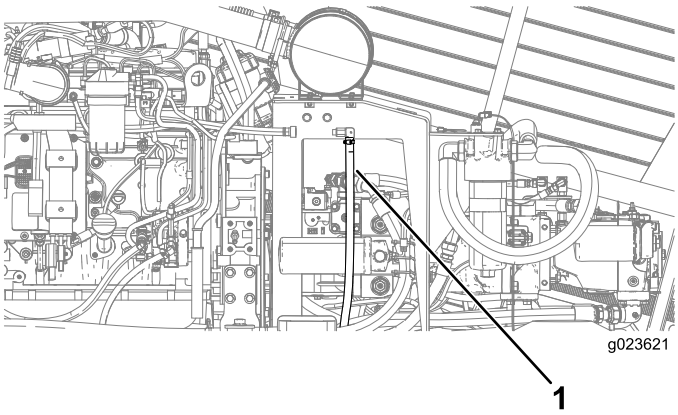

Figure 115
3. Avec précaution, tirez et déposez le tube d'évent du carter (Figure 115).
4. Nettoyez l'extrémité du tube d'évent de carter (Figure 115).